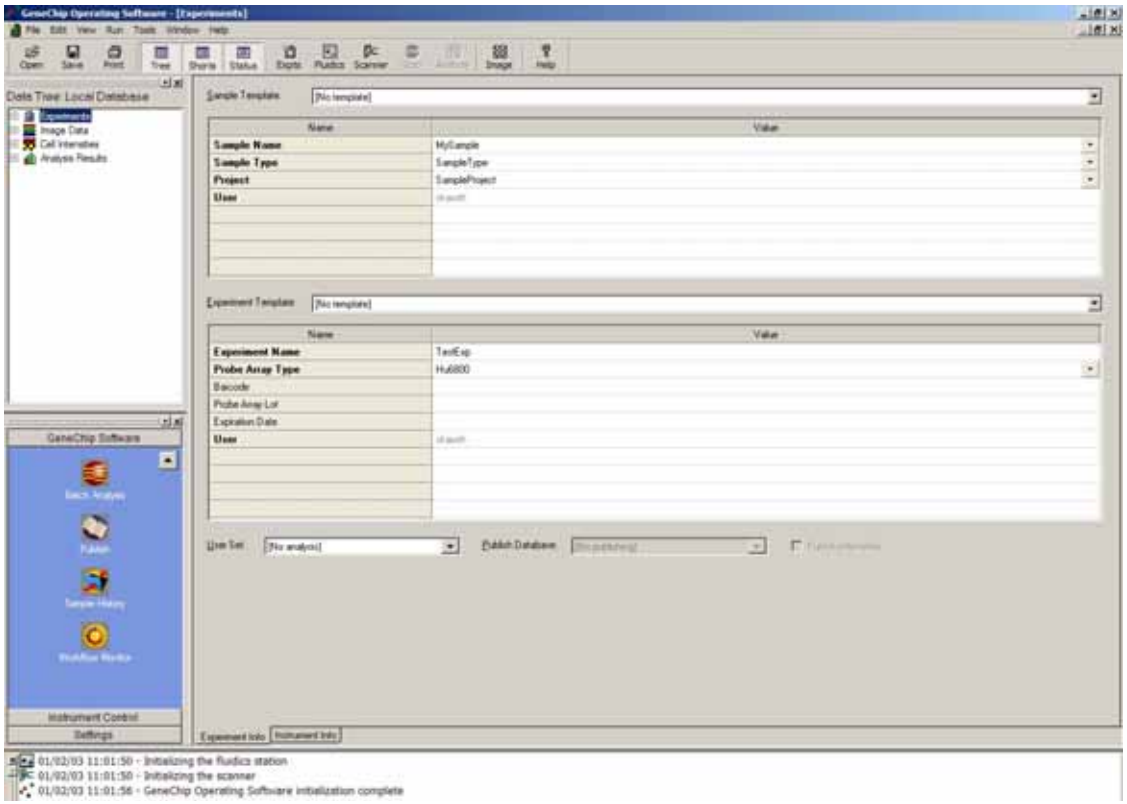

Figure A.23
64. Enter the following information for Experiment 1 **(Figure A.23)**: